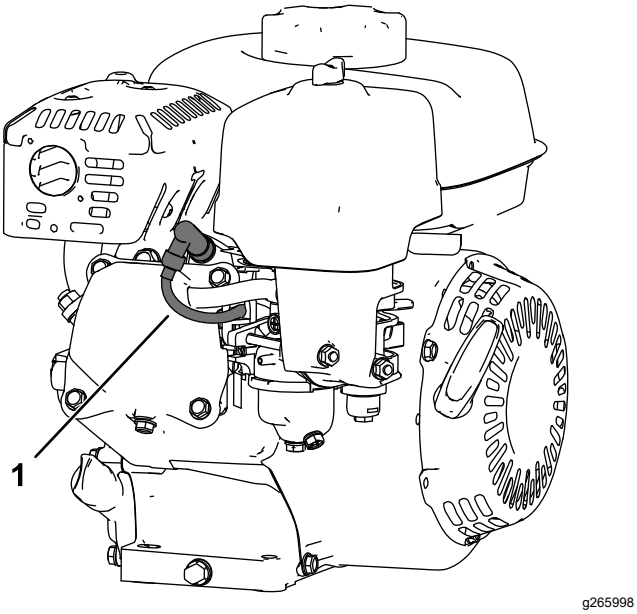

Bild 13
5. Ziehen Sie den Kerzenstecker ab (Bild 13).